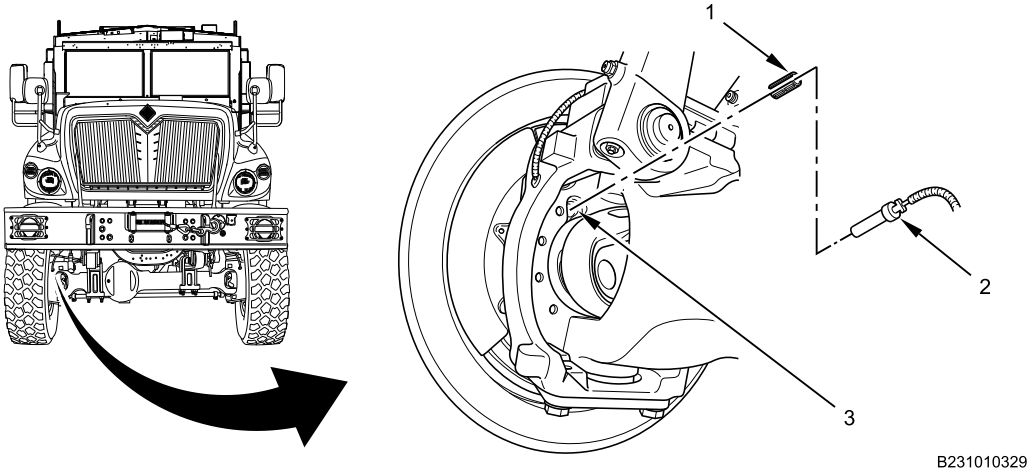

Figure 1. ABS Sensor.
1. Using pliers, pull and twist to remove ABS sensor (Figure 1, Item 2) from steering knuckle cavity (Figure 1, Item 3).
2. Using pliers, pull to remove ABS sensor clip (Figure 1, Item 1) from steering knuckle cavity (Figure 1, Item 3). Discard ABS sensor clip.